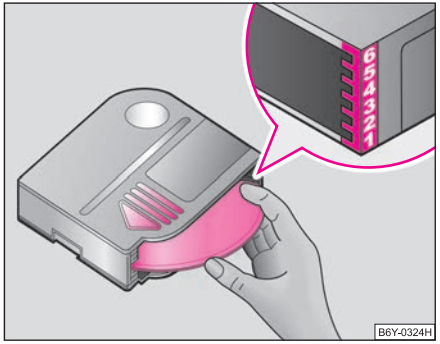

Fig. 130 Loading changer with CD
– Insert the magazine with the arrow of the illustration upwards up to the stop ⇒ page 142, fig. 130. The tip of the arrow on the magazine must point at the same time to the magazine box.
– Hold magazine with arrow illustration upwards ⇒ fig. 130.
– Insert individually **CDs with the playback side to the bottom** into the magazine, until they lock in place with a locking noise. Pay attention to the CD-order on the right side of the magazine ⇒ fig. 130.